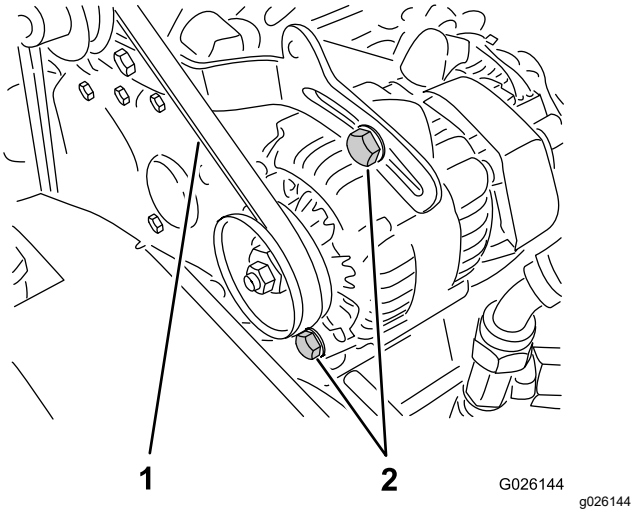

Figur 62
2. Kontroller spændingen ved at trykke ned på remmen midt mellem remskiverne på krumtapakslen og generatoren med en belastning på 10 kg (Figur 62).
A. Løsn generatorens to monteringsbolte (Figur 62).
B. Drej generatoren med en løftestang, indtil den korrekte remstramning opnås, og spænd derefter monteringsboltene (Figur 62).